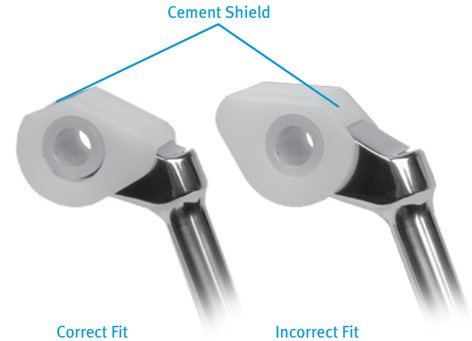

Fig. 133
- **The holes in the polyethylene insert must match the bosses on the hinge pin bushing to ensure proper orientation (Fig. 133). If assembled backwards, the insert will not sit flush against the lateral side of the Hinge Post due to a "no-fit" condition with the hinge pin bushing. This will cause the post/insert assembly to not properly fit within the intercondylar notch of the *NexGen* RH Knee Distal Femoral Component upon assembly.**